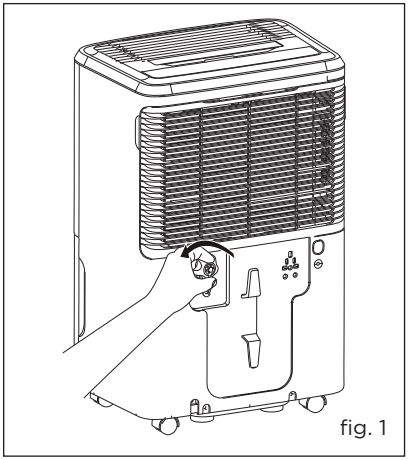

fig. 1
b. Desatornille la tapa de drenaje en la parte posterior de la unidad. (fig.1)